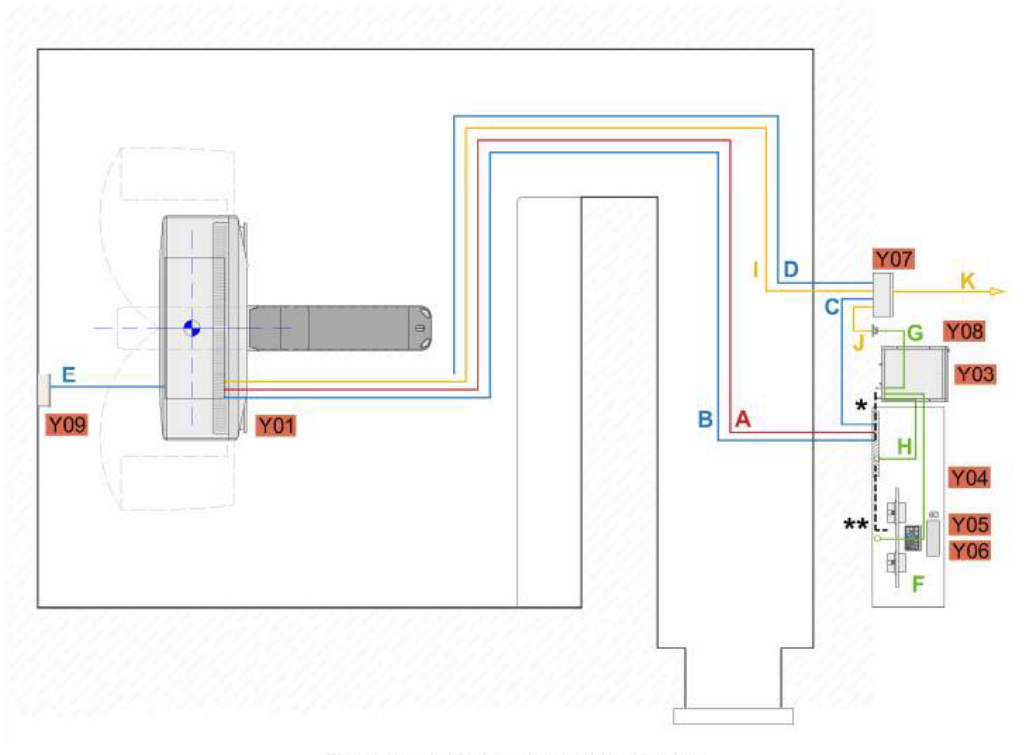

Figure 3-13 Cable Containment Identification
*Include the distance from the conduit termination point to the back of the Console Cabinet or Desktop components (shown as * or ** in Figure 3-13) in the total run length.*
The following Customer-provided safety components require a containment path to the RJB, which is not shown in Figure 3-13.